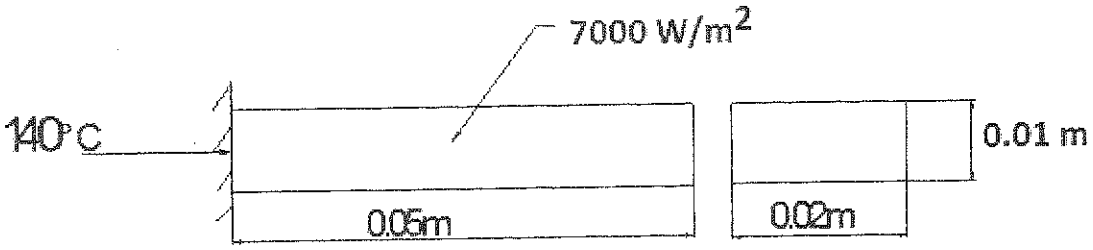

Fig. 7
7. Determine the temperature distribution in the rectangular fin as shown in fig.7. Assume steady –state and only conduction process. Take heat generated inside the fin as $400 W/m^3$? **14**